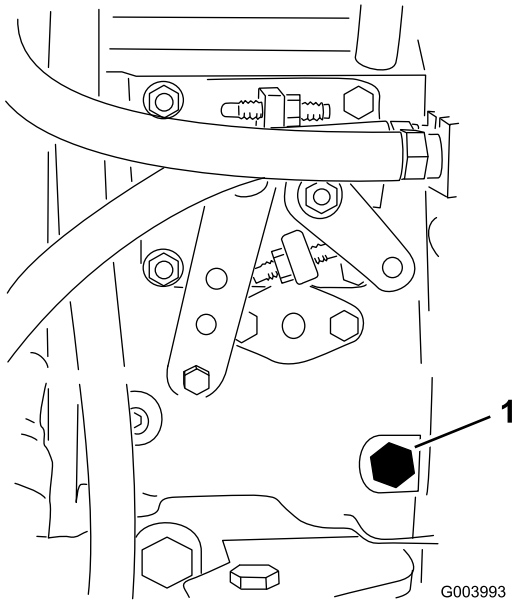

Figur 20
3. Öppna avluftarskruven på insprutningspumpen (Figur 20) med en 12 mm nyckel.